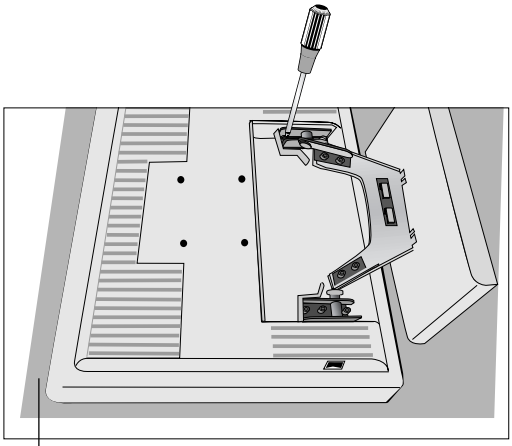

Rysunek R.2
3. Ustaw monitor ekranem w dół na miękkiej powierzchni (**Rysunek R.2**).
4. Usuń 4 śruby łączące monitor z podstawą i wyciągnij go z podstawy (**Rysunek R.2**) monitor jest teraz przygotowany do zamontowania w inny sposób.